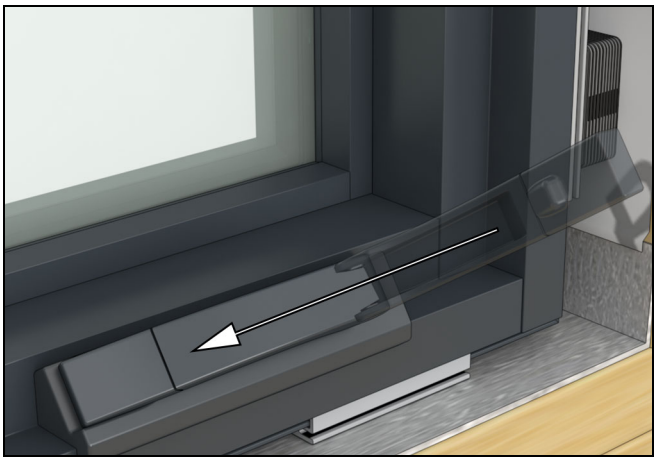

Figure 43
3. Nest the handle in the recess. See Figure 43.